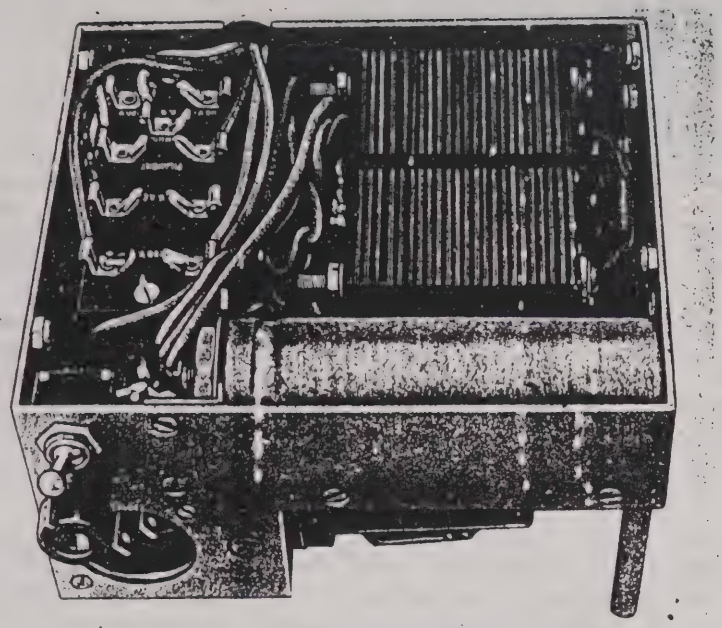

Figure 22.—Rectifier RA-20, inside view, as used in BC-342-(*) and BC-344-(*).
28. Rectifier RA-20 (figs. 22 and 23).—